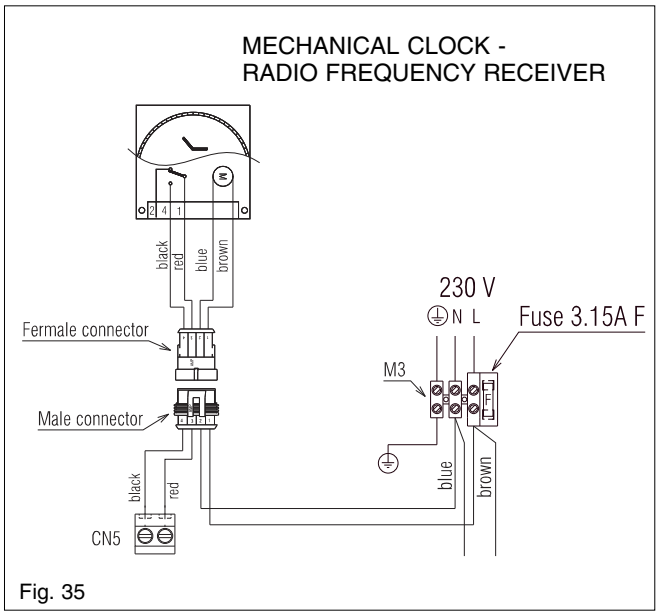

Fig. 35
Disconnect any external controls from terminal plug (CN5 fig. 35), and insert a link-wire between the two wires at the 'TA' connections.
- single-channel, voltage-free time clocks (fig. 35)
- programmable RF room thermostats (fig. 35)
- low voltage (24Vdc) room thermostat (CN5 fig. 35)
- identify the 2 black wiring (black color or black cable indication) and connect to the room thermostat terminal block (CN5 see fig. 35)
- identify the blue and brown wiring (blue/brown color or blue/brown cable indication) and connect to the M3 terminal block (see fig. 35).
- Always remove any links between TA & TA on the CN5 PCB terminal (see fig. 35)